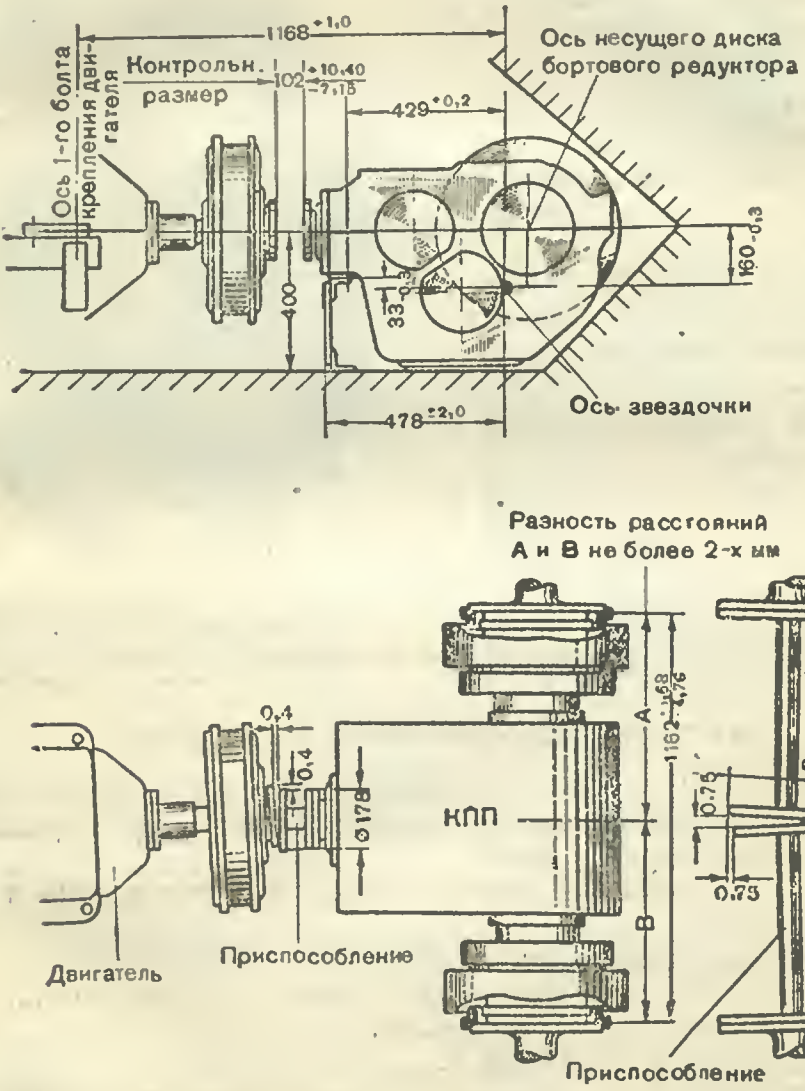

Рис. 191. Центровка трансмиссии
2. Для выверки пользоваться прокладками между привалочной поверхностью корпуса и картером бортовой передачи. Расстояние между несущими дисками бортовых передач выдерживать в пределах: $1162^{+1,68}_{-4,76}$ мм (рис. 191).